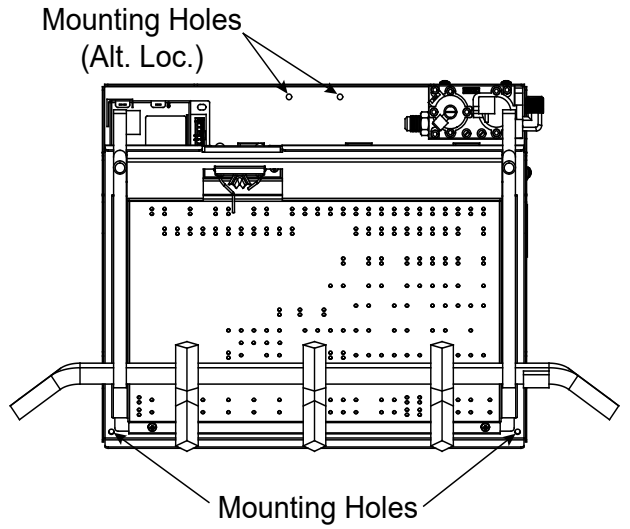

Figure 5.1 Mounting Holes and Grate Installation
4. Once the appliance is positioned correctly, side to side and front to back, mark the mounting hole positions on the fireplace floor. See Figure 5.1 for mounting hole locations.
5. Drill (2) 5/32” diameter holes approximately 1-1/2” deep.
1. To properly position the grate, align the three tabs located at the rear of the grate, with the three slots in the rear of the burner base assembly. The front grate bar should rest on the two support tabs located on the side of the burner base assembly. This will position the grate front to back and side to side. See Figure 5.1.